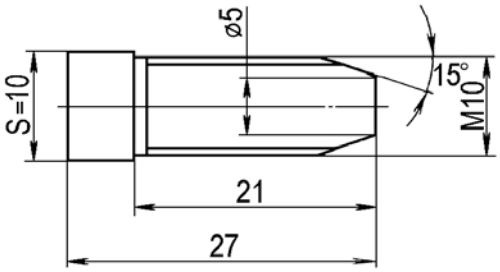

Рис. 56. Болт для снятия распределителя
3. Повернуть корпус 6 распределителя так, чтобы отверстия в нем не совпадали с отверстиями в картере 1 рулевого механизма и, заворачивая два специальных болта (рис.56) в картер 1, снять распределитель.